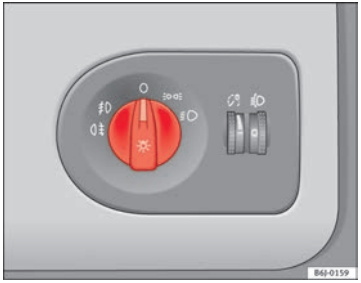

Fig. 54 Detailed view of the dash panel: lights, fog lights and rear fog light switch
– Turn the light switch ⇒ Fig. 54 to position ≋.